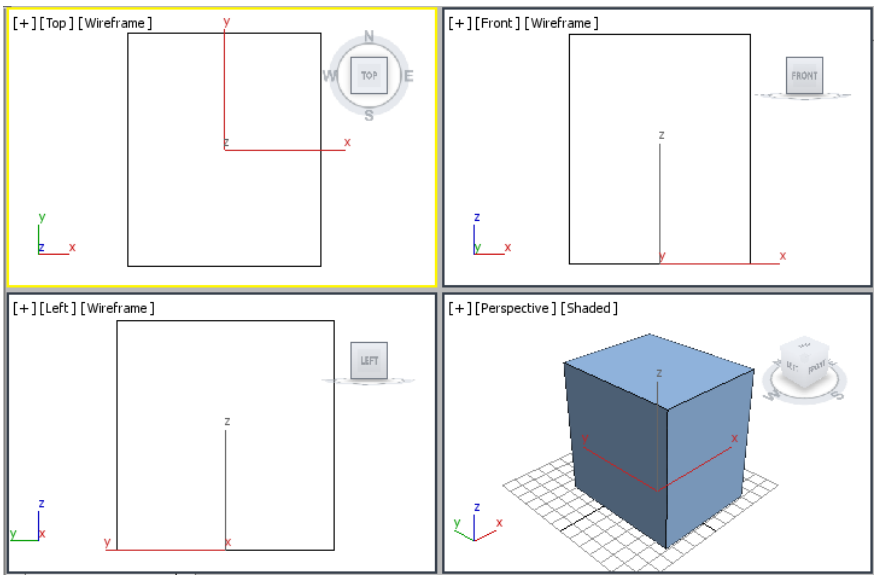

Figure 2-48 *The box displayed in viewports*
4. Choose the **Zoom Extents All** tool from the viewport navigation controls to view the box; the box is displayed in all viewports, as shown in Figure 2-48.